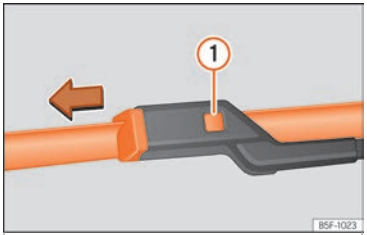

Fig. 85 Changing the windscreen wiper blades
- Press and hold release button ››› **Fig. 85** (1) and pull gently on the wiper blade in the direction of the arrow.